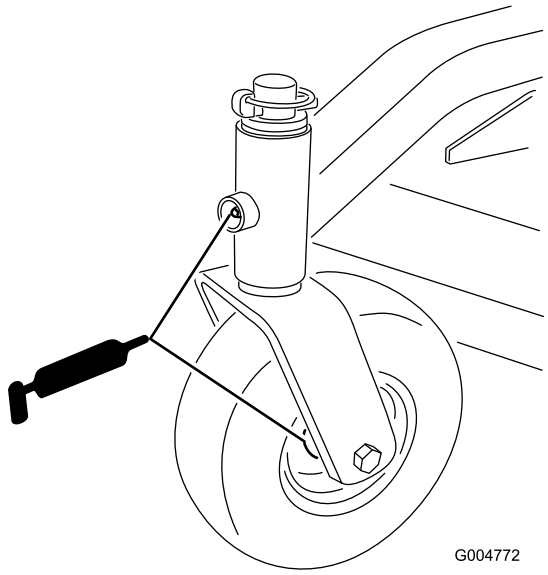

Figur 13
- styrespindelbøsninger (Figur 13)
- styrehjulets lejer (Figur 13)